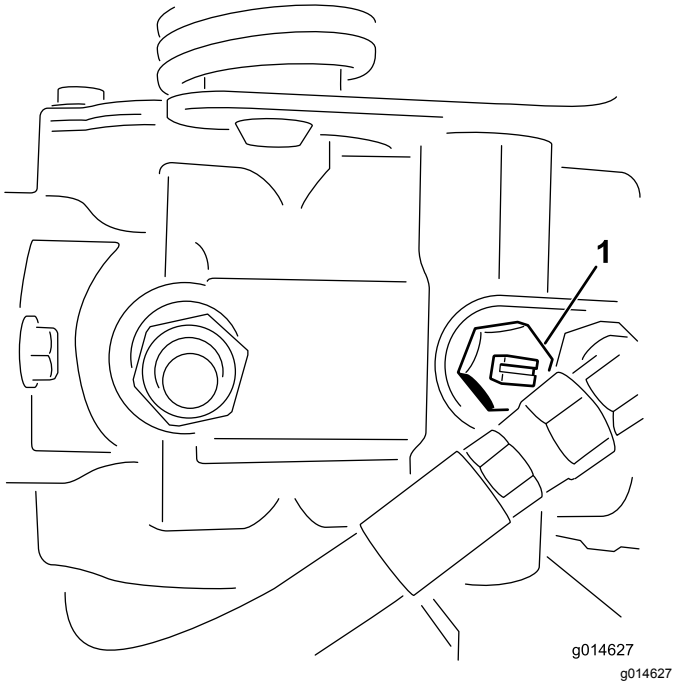

Figur 22
1. Find omløbsventilen på pumpen, og drej den, så rillen er vertikal (Figur 22).
2. Luk omløbsventilen ved at dreje den, så rillen er horisontal (Figur 22), før du starter motoren. Start ikke motoren, mens ventilen er åben.